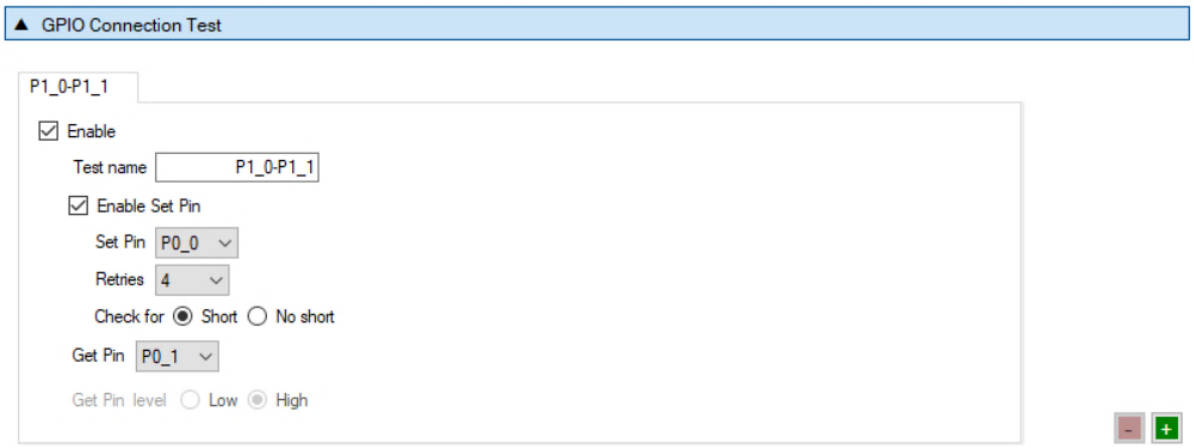

**Figure 63: GPIO Connection Test - DA14531**
*GPIO Connection Tests* can have multiple instances with different settings. Tests can be added and removed using the two buttons (e.g. - and + in Figure 63) at the bottom right side of each panel.